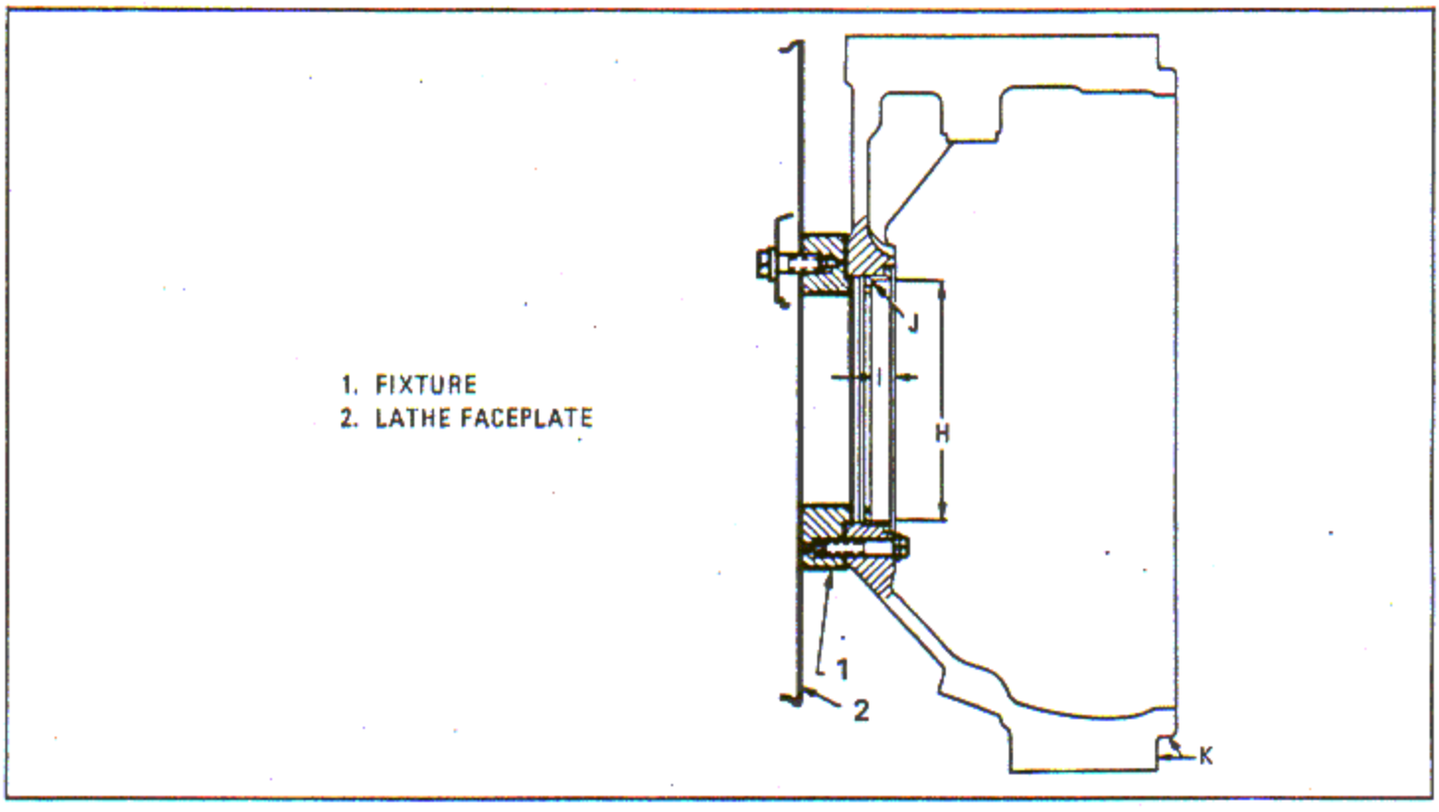

Figure 6-36. Grinding Bore and Inner Flange Face of Retainer
a. Plug all the oil holes and passages with beeswax or paraffin. Mount fixture (1, figure 6-36) to the faceplate (2) of a suitable internal grinding machine. Indicate the pilot of the fixture to run true within 0.001 inch full indicator reading and clamp securely. Clamp the crankcase front section lightly to the fixture. Indicate surfaces K to run true within 0.0005 inch full indicator reading and